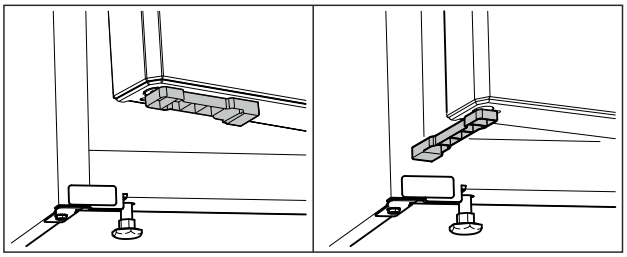

*Fig. 83 **
- ▶ Поверните упор для двери на 90°. (см. Fig. 83) *